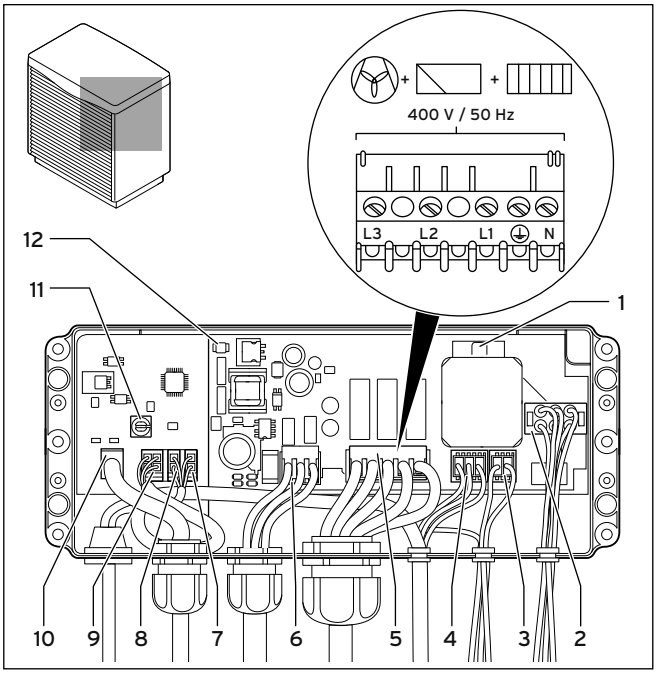

Abb. 7.4 Elektro-Schaltkasten Außeneinheit
- Schließen Sie für die Stromversorgung die Außeneinheit über die Klemme (→ **Abb. 7.4, Pos. 5**) an je ein dreiphasiges 400-V-Drehstromnetz mit einem **Null- und einem Erdleiter** an.
- Verbinden Sie den eBUS-Anschluss (**10**) mit dem eBUS-Anschluss der Inneneinheit. Verwenden Sie eine für Erdverlegung geeignete Erdleitung mit mindestens 2 x 1,5 mm^2 Querschnitt (→ **Abb. 7.4**).